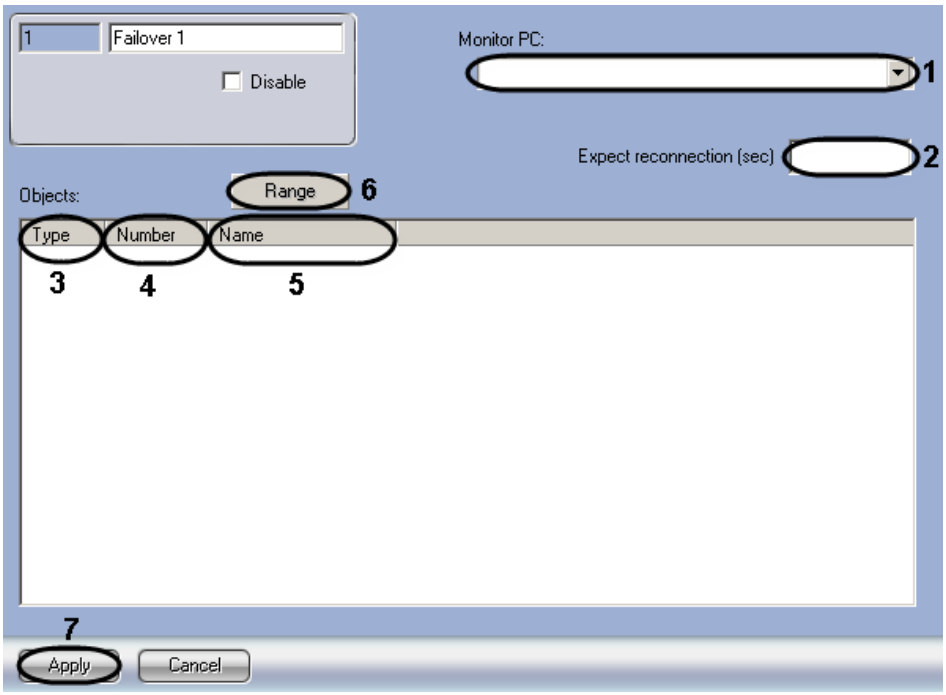

Figure 8.2-15 Configuring the failover mode
2. Go to the settings panel for the “Failover” object (Figure 8.2-15).
3. in the “Monitor PC” dropdown list, select the name of the “Computer” object that is to be under control (Figure 8.2-15, 1).
4. In the “Expect reconnection (sec)” field, specify the time period (in seconds) at the end of which configuration is transferred to a standby Server when the Server connection fails (Figure 8.2-15, 2).
5.1.1 In the “Type” dropdown list, select the object type (Figure 8.2-15, 3).
5.1.2 In the “Number” dropdown list, select the object ID (Figure 8.2-15, 4).
5.1.3 The “Name” field is automatically filled in with the name of a corresponding object (Figure 8.2-15, 5).
5.1.5 Click the “Apply” button (Figure 8.2-15, 7).
5.2.1 Click the “Range” button (Figure 8.2-15, 6). The “Range” box is displayed.
5.2.7 Click the “Apply” button (Figure 8.2-15, 7).